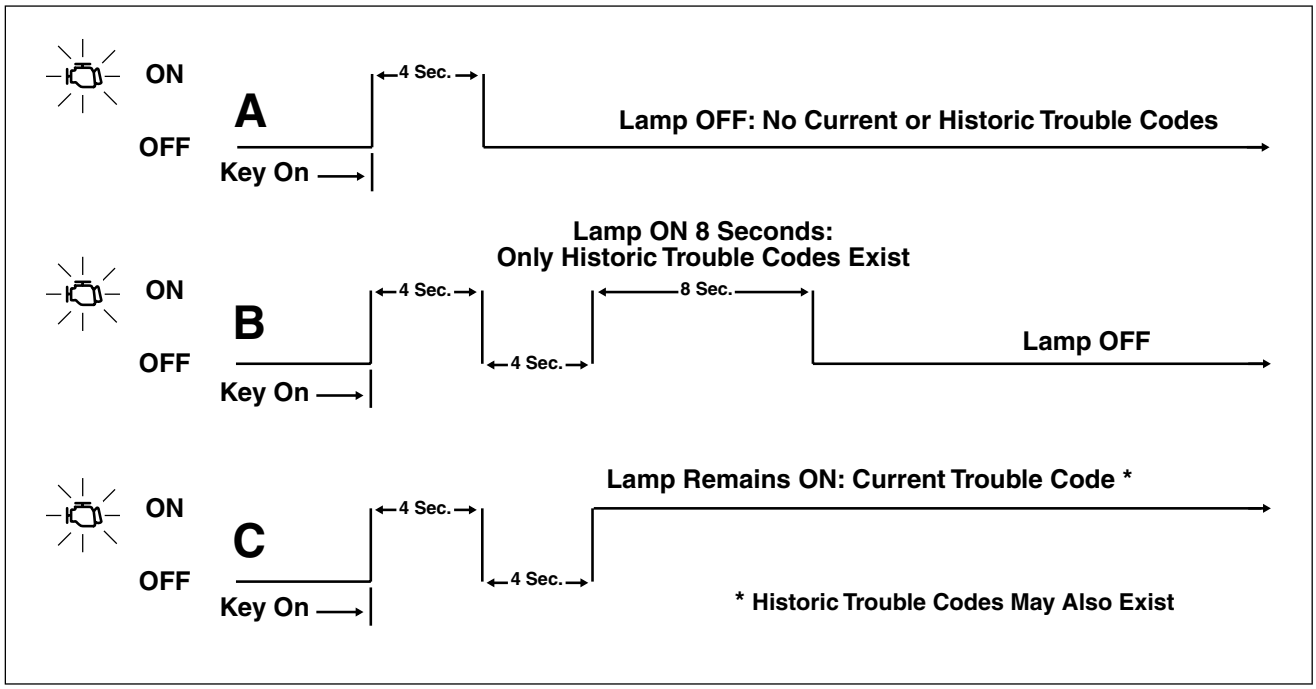

Figure 5-5. Check Engine Lamp Operation
a. Remain off if there are no fault conditions or trouble codes currently detected by the ignition control module. See A of Figure 5-5.
b. Come back on for an 8 second period if only historic codes exist. See B of Figure 5-5.
c. Come back on, and remain on, if a current trouble code exists. See C of Figure 5-5.
Historic codes are stored for a length of time to assist in the diagnosis of intermittent faults. See Figure 5-5. The check engine lamp will come back on for 8 seconds to indicate the existence of only historic codes.